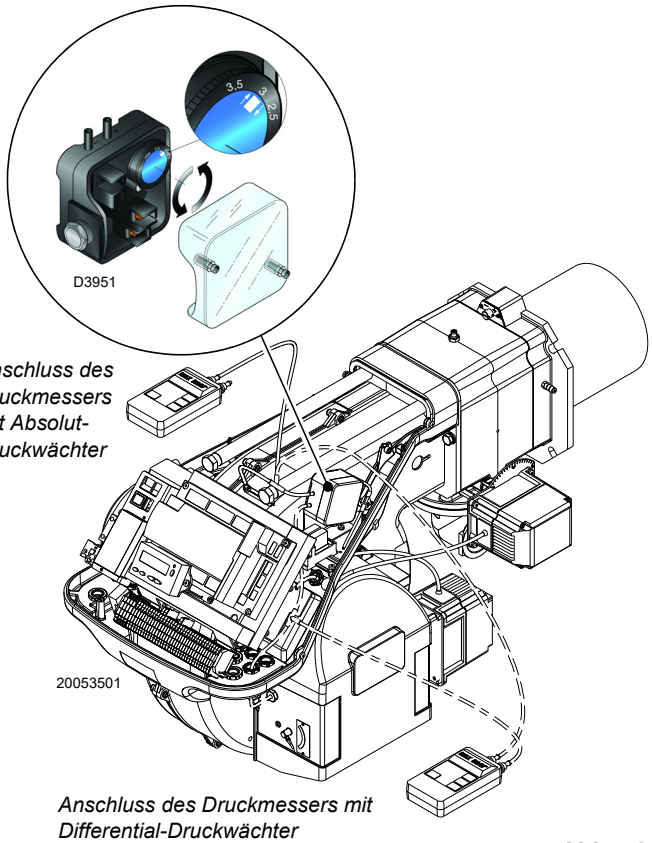

**Abb. 48**
Dann die Anzeige des am Skalensegment (A) nach oben gerichteten Pfeils überprüfen (Abb. 48). Drehen Sie erneut am Drehgriff im Uhrzeigersinn, bis der auf der Messskala ermittelte Wert mit dem nach unten gerichteten Pfeil übereinstimmt. Dadurch wird die Hysterese des Druckwächters ausgeglichen, die durch das weiße Feld mit blauem Untergrund zwischen den beiden Pfeilen dargestellt wird.
Der Anschluss des Druckmessers wird in Abb. 48 gezeigt.
Bei einigen Anwendungen mit starkem Unterdruck verhindert der Anschluss des Druckwächters dessen Umschalten. In diesem Fall ist es notwendig, den Druckwächter differential anzuschließen, indem eine zweite Leitung zwischen Luftdruckwächter und Saugleitungsöffnung des Gebläses angebracht wird. Dann muss auch der Druckmesser differential angeschlossen werden, d.h. wie auf Abb. 48 gezeigt.